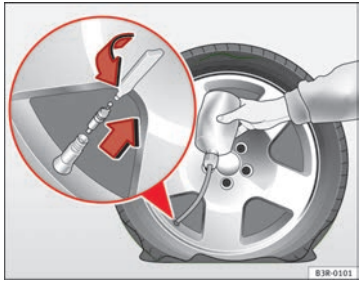

Fig. 198 Repairing a tyre
– Take the valve cap off the tyre valve and use the enclosed valve insert tool to unscrew the valve insert ⇒ fig. 198.